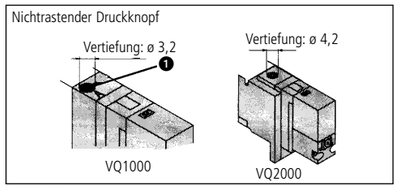

Abb. 8
Druckknopf rastend (Abb. 8)
Den Druckknopf für manuelle Betätigung ❶ (Abb. 8) ganz eindrücken. Während der Funktionsprüfung gedrückt halten (betätigte Stellung). Nach dem Loslassen des Druckknopfs stellt sich das Ventil wieder in die Grundstellung zurück (nicht betätigte Stellung).